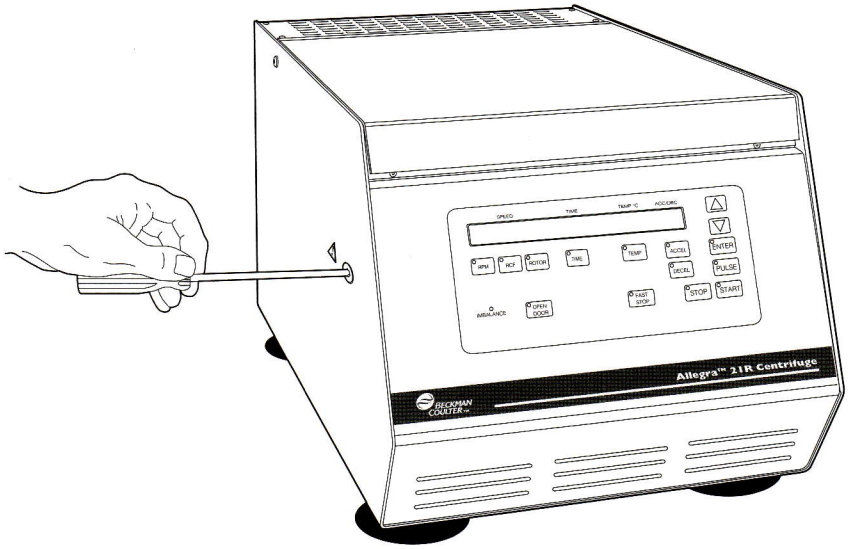

Figure 4-1. Emergency Door Release
If the facility power fails only momentarily, the centrifuge will resume operation when power is restored and the rotor will return to set speed. However, if the rotor comes to a complete stop you will have to restart the run when the power is restored. In the event of an extended power failure, it may be necessary to trip the door-locking mechanism manually to remove the rotor and retrieve your sample (see Figure 4-1).
3. Insert a socket-head wrench in the emergency door release screw on the centrifuge side panel (see Figure 4-1).